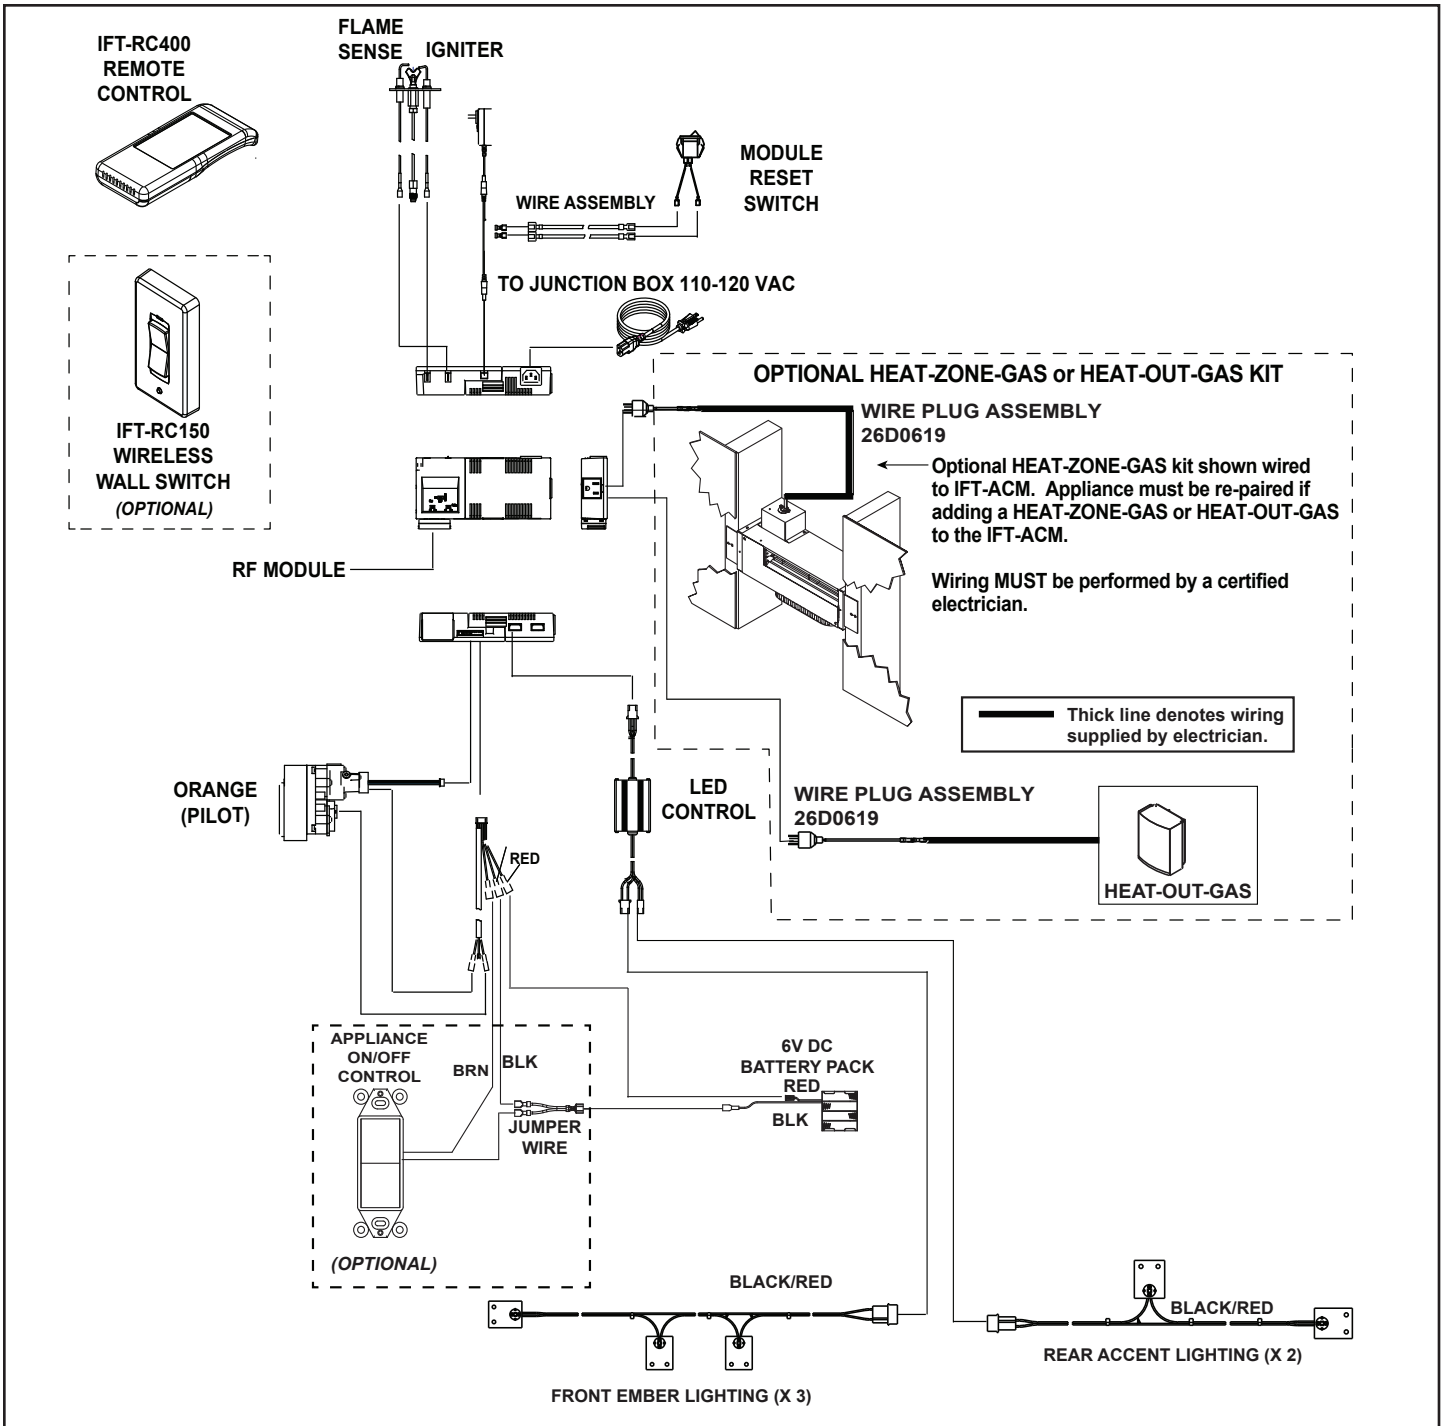

Figure 8.3 Intellifire Touch Wiring Diagram
- Refer to Figure 8.3, IPI Wiring Diagram.